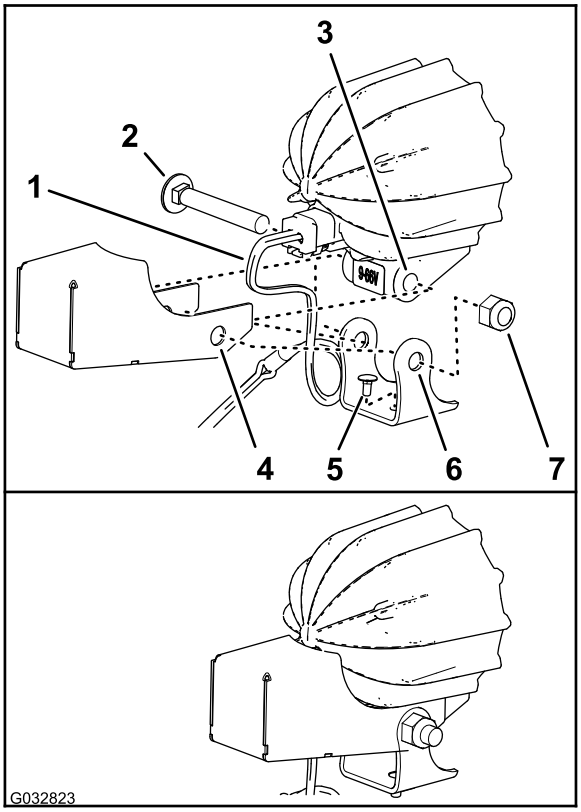

Figur 11
3. Hvis monteret, fjern den lange bræddebolt og møtrik, der fastgør monteringsbeslaget på lysdiodelygtens monteringsbeslag (Figur 11).
4. Sørg for, at den korte bræddebolt er monteret igennem hullet i bunden af monteringsbeslaget som vist i Figur 11.
5. Ret hullerne i afskærmningen og monteringsbeslaget ind efter hullerne i lysdiodelygtens stel som vist i Figur 11.
6. Monter afskærmningen og monteringsbeslaget på lysdiodelygtens stel med bræddebolten og møtrikken (Figur 11).